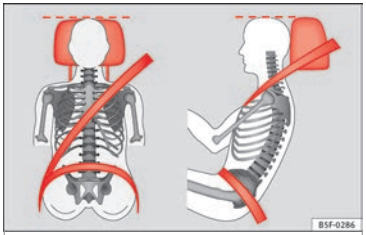

Fig. 79 Correctly adjusted head restraint as viewed from the front and the side.
– Adjust the head restraint so that its upper edge is, as far as possible, at the same level as the top of your head, or at the very least, at eye level »» **Fig. 79**.